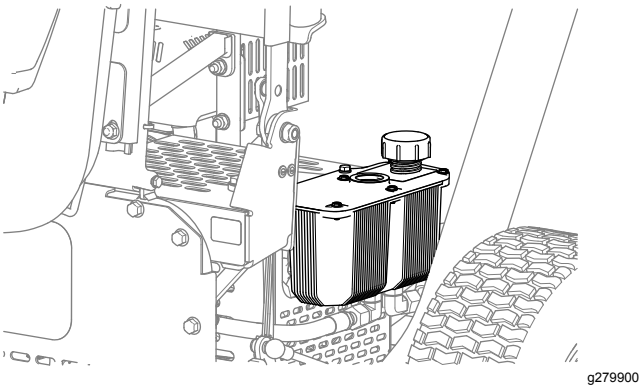

図 38
2. 油圧タンクのキャップを取り外す図 38。
4. タンクにキャップを取り付ける図 38。